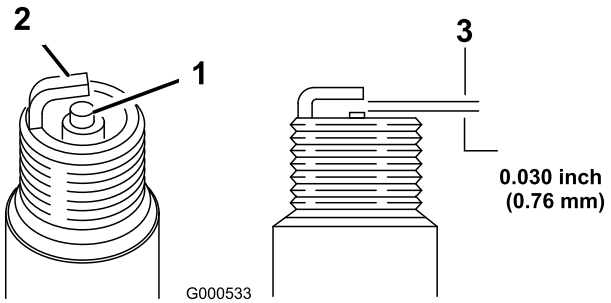

Figura 22
5. Regolate la distanza tra gli elettrodi della candela a 0,76 mm, come illustrato in Figura 22.